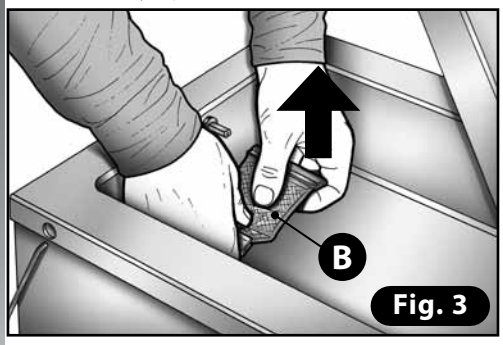

Fig. 3
4) Saisir et tirer vers le haut le roulement sous-barre **(B - Fig. 3)**.